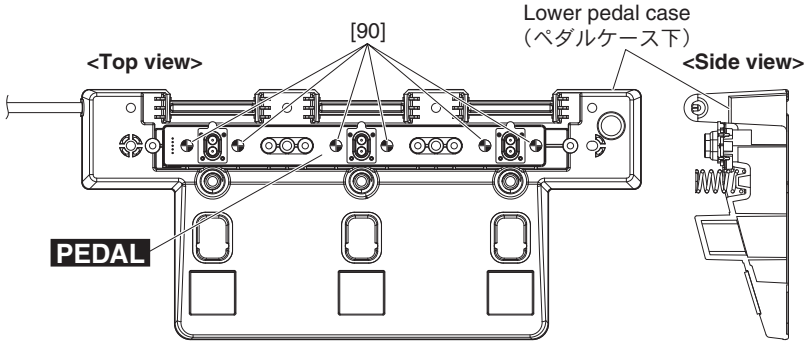

Fig. A-13（図 A-13）
A-11-8 Remove the six (6) screws marked [90]. The PEDAL circuit board can then be removed. (Fig. A-13)
A-11-8 [90] のネジ 6 本を外して、PEDAL シートを外します。（図 A-13）